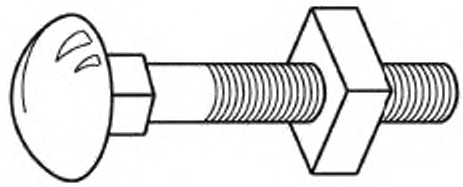

Рисунок 72 — Болт с утолщенным подголовком
8.2.5 **болт с утолщенным подголовком:** Болт с четырехгранным или другой формы утолщением под головкой, предохраняющей вращение болта при ввинчивании (см. рисунок 72).